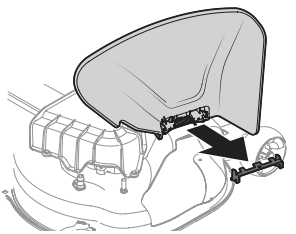

Fig. 19
1. Repérez le support qui retient le déflecteur d'éjection en position verticale à des fins d'expédition. Retirez le support du déflecteur d'éjection, si présent, avant d'utiliser l'appareil. Relevez le déflecteur d'éjection et maintenez-le dans cette position pour enlever le support. Abaissez le déflecteur d'éjection et jetez le support (Fig. 19).